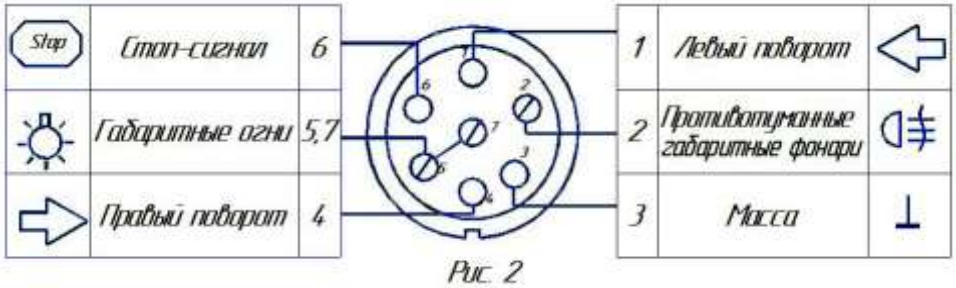

Рис. 2
- подключить провода от клемм розетки к бортовой сети автомобиля в соответствии со схемой рис. 2 с помощью разветвителей проводов;
- в соответствии с рис.2 для выхода шара по оси симметрии бампера в нижней части сделать вырез;